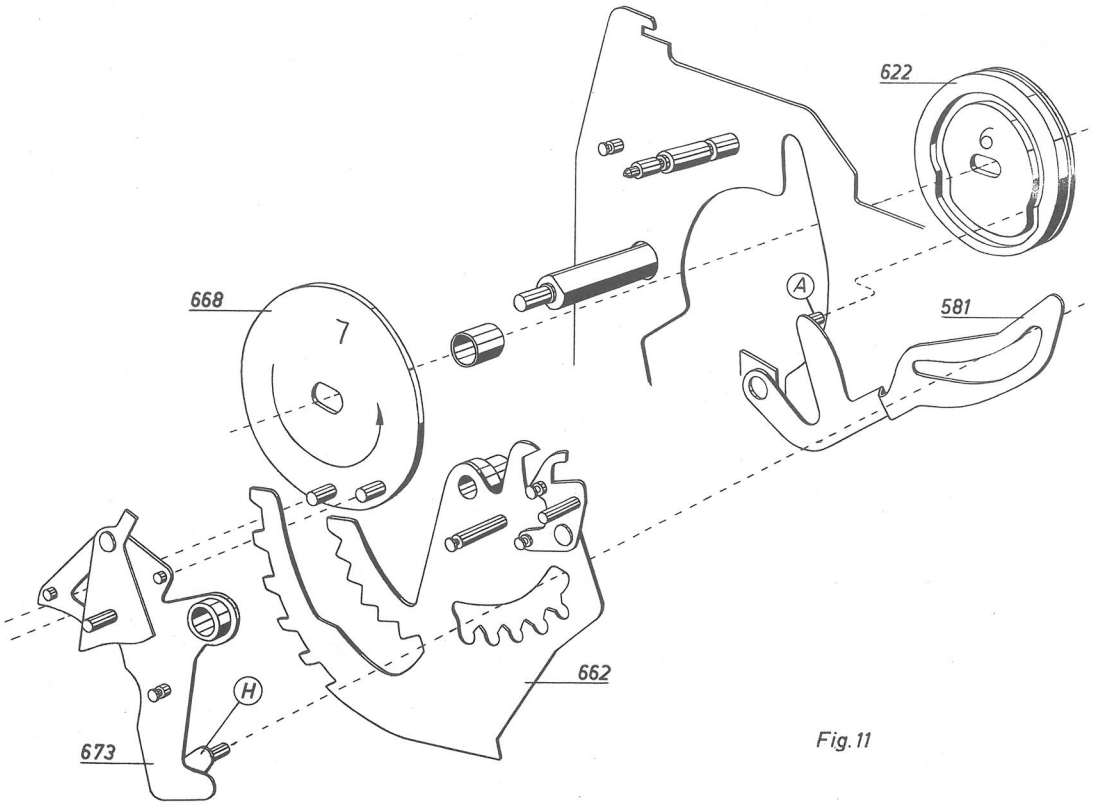

Fig.11
Das Spannen des Registriersegmentes erfolgt bei Drehung der Einmalwelle, die wie schon gesagt, während der ersten M-Umdrehung geschieht. Die Kurve (622),die auch auf der Einmalwelle sitzt, rotiert und gibt dem Hebel (581) mit Hilfe des Zapfens A (Fig.11) und der Führungsnute eine Ab- und Aufwärtsbewegung. Während der Abwärtsbewegung wird der Zapfen der Wippe H, der ja schon in vorbereiteter Lage steht, (siehe Seite 34) in eine der Zahnlücken des Registriersegmentes (662) gedrückt. Die Kurve (668), die ebenfalls auf der Einmalwelle sitzt und sich mit dieser in Pfeilrichtung dreht, drückt mit ihren beiden Zapfen den Zahleneinführer (673) in seine Ausgangslage zurück, wobei der Zapfen der Wippe H das Registriersegment um so viel Zähne aufspannt, wie es der gedrückten M-Taste entspricht. (Siehe Seite 34).
Wenn der Ergänzungshebel nach hinten geht, schwenkt er die Wippe d, wodurch der Zahleneinführer (673) einerseits mehr Spielraum nach oben, anderseits aber, durch früheren Eingriff der Zapfen an der Kurve (668,Fig.11) einen Überhub bekommt, der einem Zahnabstand der oberen Zahnreihe (K,Fig.6) des Registriersegmentes entspricht. Der Überhub wird durch den Zapfen der Wippe(H,Fig.11) auf das Registriersegment übertragen, d.h., dieses wird um einen Zahn aufgespannt und die Maschine macht eine Extraumdrehung.